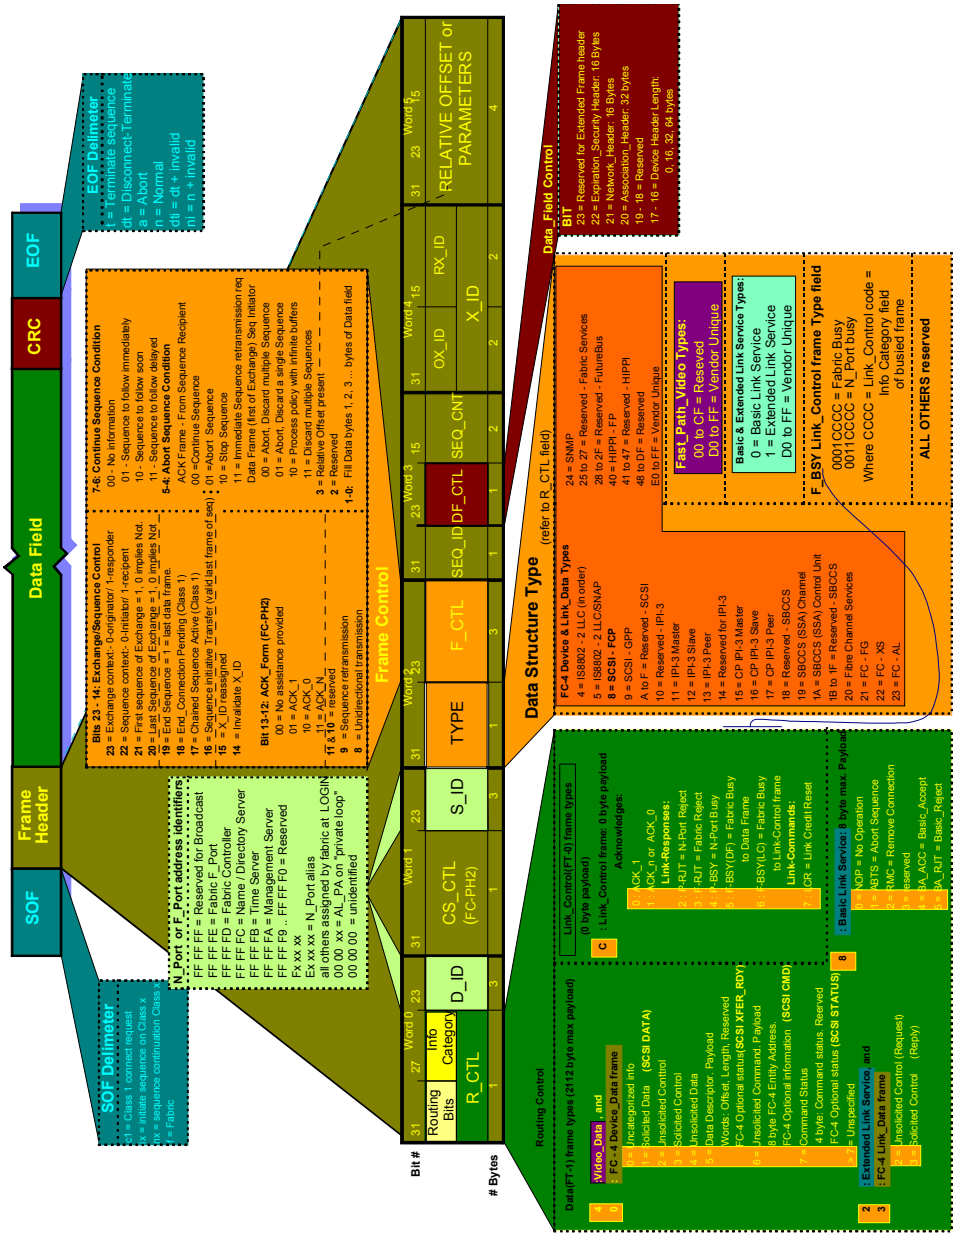

Figure 323 Frame definition
- The **Information field** (Bits 27 to 24) provides further definition for that category of frame. The interpretation is dependant on the Routing bits. For example if the R_CTL value id 0x07 then this decodes to FC_4 device data and Command status. This indicates the frame payload contains command status information which in our case this would be SCSI status. For further information on the R_CTL fields and meanings please refer to Figure 323 on page 924.
The Data Field Control is a one byte field that defines whether optional headers will exist at the beginning of the data field of the frame. These optional headers are used by some applications and protocols but are not present in all frames. They basically are a means of extending the frame header into the data field for applications that require additional header information. For further information, please see Figure 323 on page 924.
Figure 323 on page 924 further defines the information contained in frames.